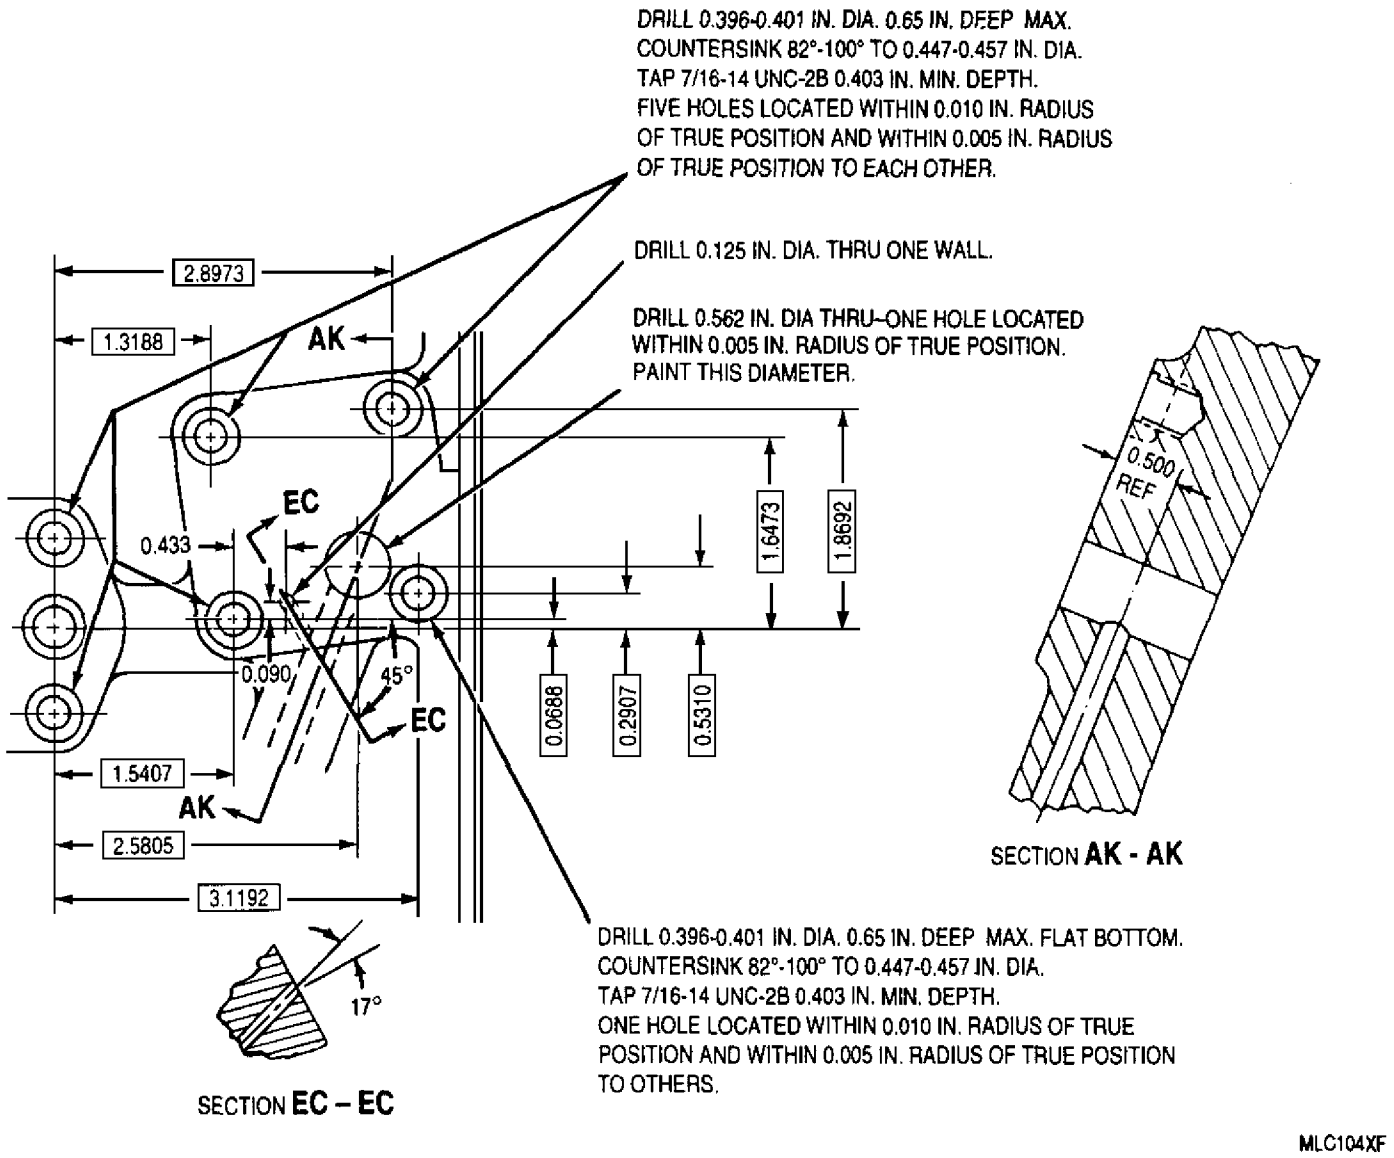

Figure 1. Anti−Icing Valve Mounting Pad Repair
a. If the housing is otherwise acceptable within limits stated in table 1, weld repair the oversized or damaged holes in the inlet housing mounting pad as follows and refer to figure 1.
(1) Grind or mill away the side of the pad and clean parent metal in the area of weld.
(2) Weld in a horizontal position, using inert gas arc method. Support part during entire operation. Use AMS 4190 filler material for aluminum, 1/8 in. diameter maximum.
(5) After repair welding, stress−relieve for 2 hours at 350°F (177°C).
(6) Smooth up any minor damage to machined surfaces to remove burrs or roughness.
(7) Drill, tap, and install inserts per figure 1.